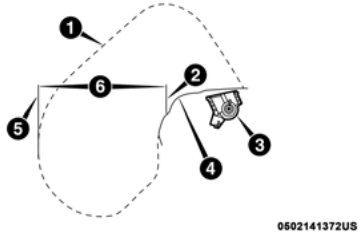
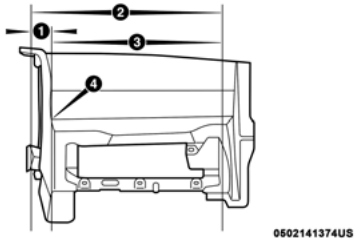

Figure 3- Passenger Air Bag Deployment Zone depicts the following:
Figure 4 - Passenger Air Bag Lateral Deployment Zone depicts the following:
2. Passenger Air Bag Deployment Zone (Figure 3) and (Figure 4)